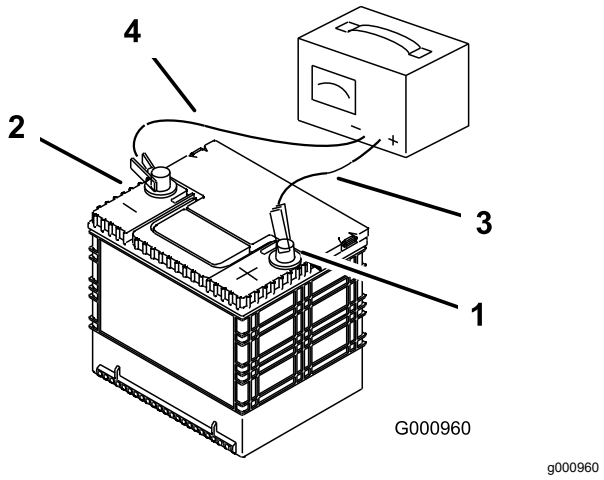

Figur 67
3. När batteriet är fulladdat ska laddaren kopplas bort från eluttaget först, och sedan ska laddningskablarna lossas från batteripolerna (Figur 67).